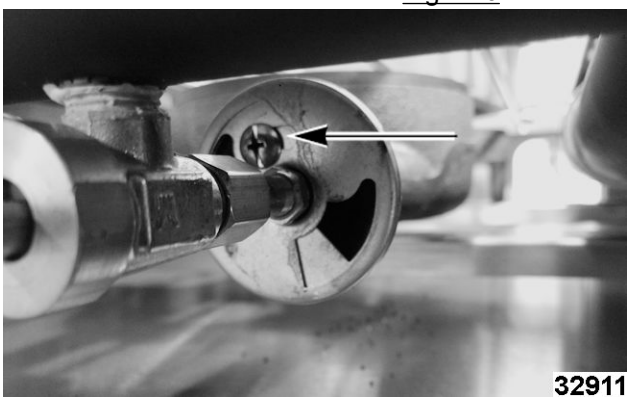

**Fig. 110**
2. Loosen screw on air shutter. Fig. 110